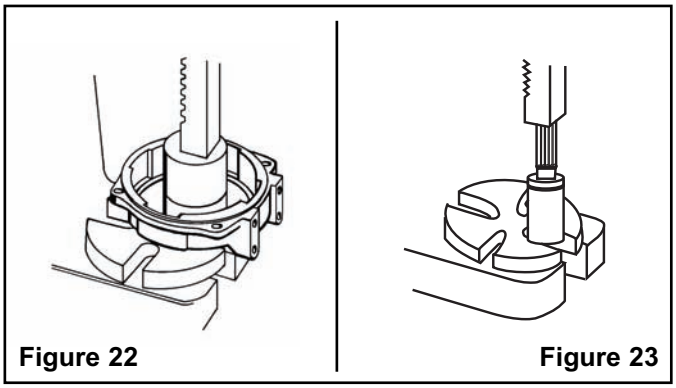

Figure 22 Figure 23
1. Place the gear case in the press, face up. Press the main bearing in (See Figure 22). Insert a large retainer ring into the gear case.